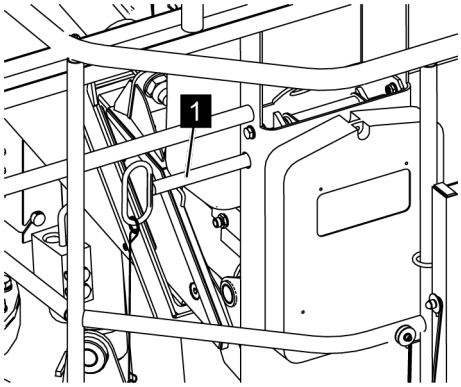

Fig. 73: Pulling out the fastening bolts
5. *Pull out the fastening bolts (*Fig. 73*/1).*